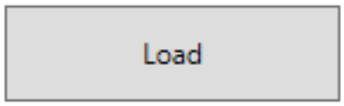

Figura 7-5 Botón Cargar
3. Cargue las películas en el software de análisis de la película haciendo clic en el botón **Load** (Cargar) (consulte la figura 7-5).